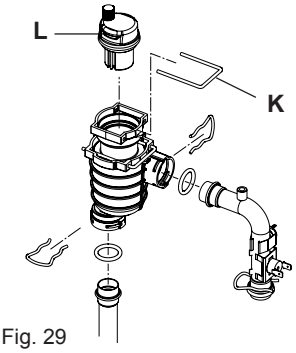

Fig. 29
6.7.1 TOP AUTOMATIC AIR RELEASE VALVE (fig. 29)